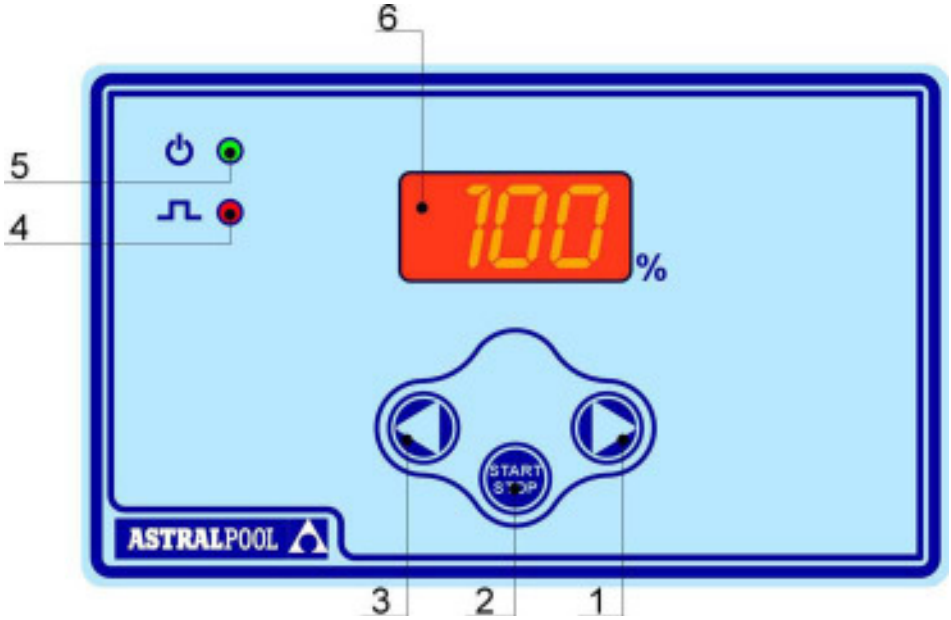

Fig. 14
7.1 - BEDIENVORRICHTUNGEN (Fig. 14)